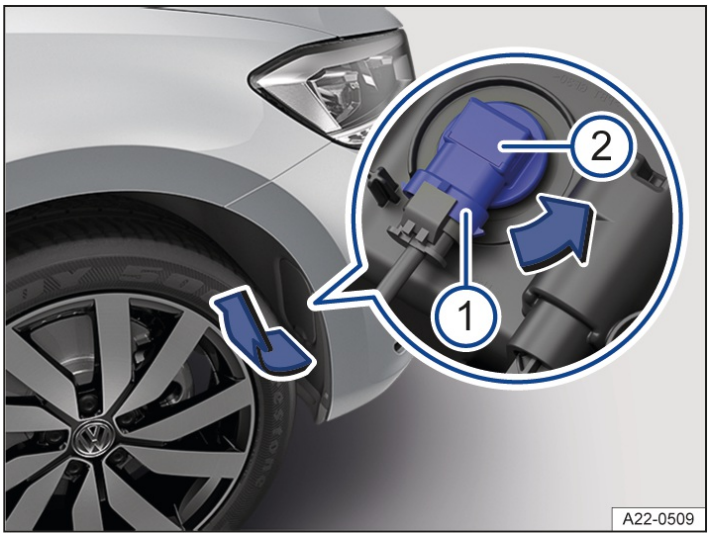

Fig. 1 In the front bumper on the right: replacing the bulb in the headlight.
1. Carefully pry off the cover in the direction of the arrow with a suitable screwdriver → *fig. 1*.
2. Release the connector → *fig. 1* (1) and disconnect it.
3. Turn the bulb holder counterclockwise up to the stop and remove it toward the rear with the bulb → *fig. 1* (2).